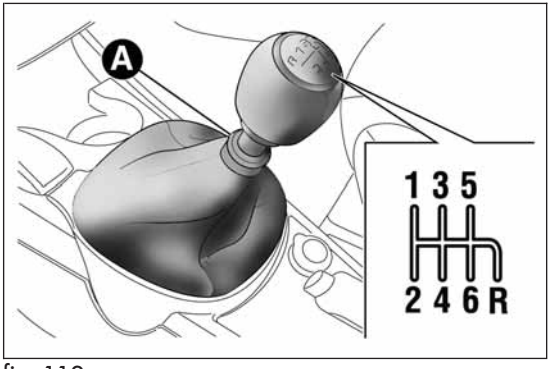
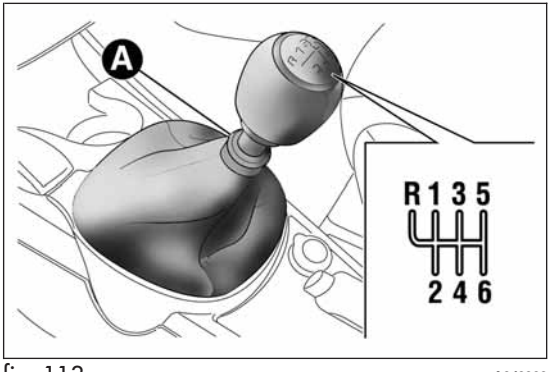
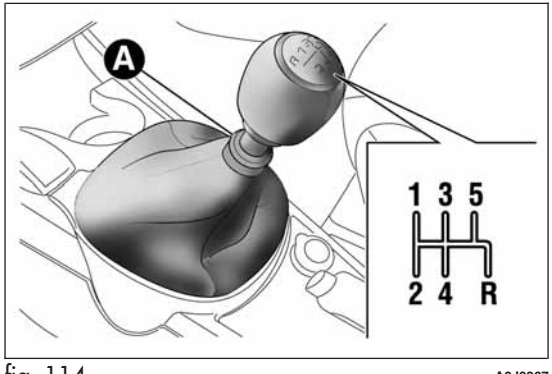

fig. 112 A0J0265
fig. 113 A0J0266
fig. 114 A0J0267
To engage the gears, fully depress the clutch pedal and put the gear lever into the desired position (the diagram for gear engagement is shown on the knob of the lever fig. 112, fig. 113, fig. 114).
- ❒ on 1.4 Turbo MultiAir 170 HP Quadrifoglio Verde and 1.6 JTD_M versions, move the lever to the left and then forwards fig. 113;
- ❒ on Turbo TwinAir, 1.4 Petrol, 1.4 Turbo MultiAir and 1.3 JTD_{M-2} versions, move the lever to the right and then backwards fig. 112 and fig. 114.